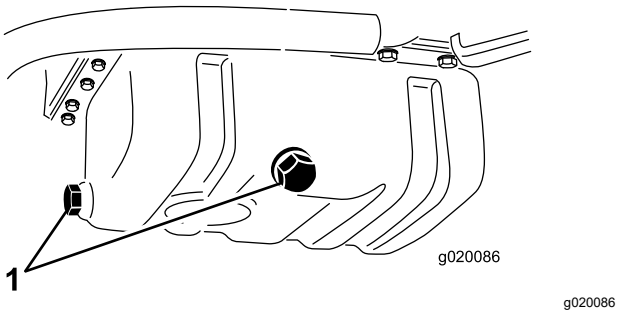

Figuur 56
1. Verwijder een aftapplug (Figuur 56) en laat de olie in een opvangbak lopen. Als er geen olie meer naar buiten stroomt, plaatst u de aftapplug terug.